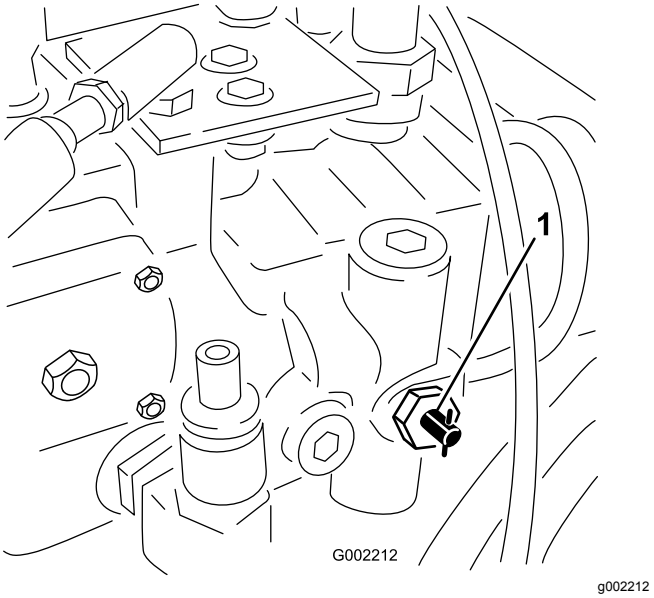

図 53
1. 牽引用バイパスバルブ図 53を左右どちらかに90°回転させるとバルブが開く。